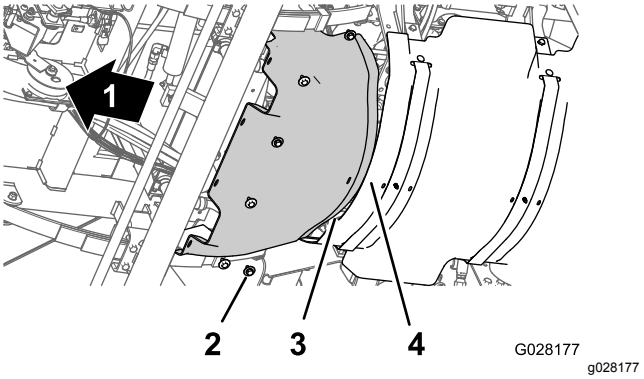

**Рисунок 60**
1. Расположите задний фланец переднего теплоизолирующего экрана над передним фланцем заднего теплоизолирующего экрана, выровняв их по краям (Рисунок 60).
2. Совместите отверстия в переднем теплоизолирующем экране с резьбовыми отверстиями в шасси (Рисунок 60).
3. Установите передний теплоизолирующий экран на машину с помощью 6 болтов с шестигранными головками и 6 шайб (Рисунок 60), снятых на этапе 3 раздела Демонтаж переднего теплоизолирующего экрана (страница 58).